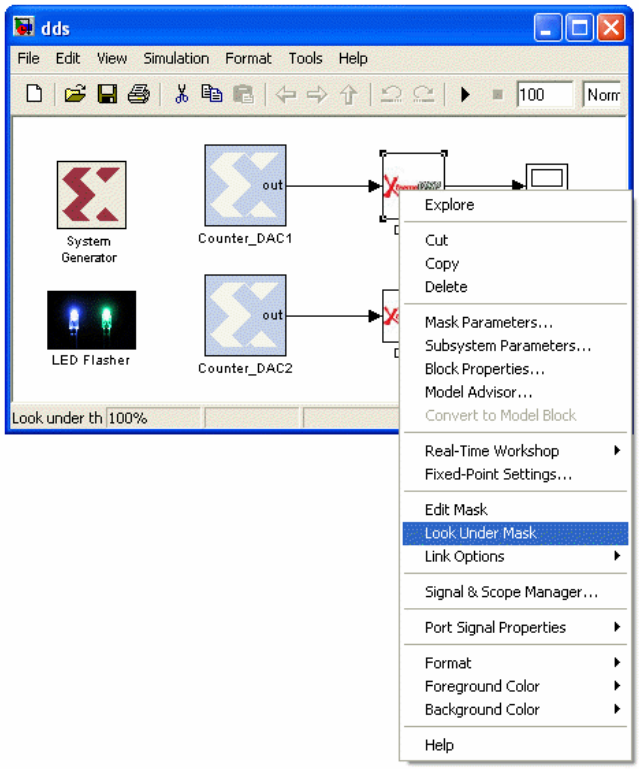

*Figure 12:* **Right-Clicking on the DAC Component Block Gives the User the Option to Look Under the Mask of That Block**
1. Right click on the component and select Look Under Mask (see Figure 12).